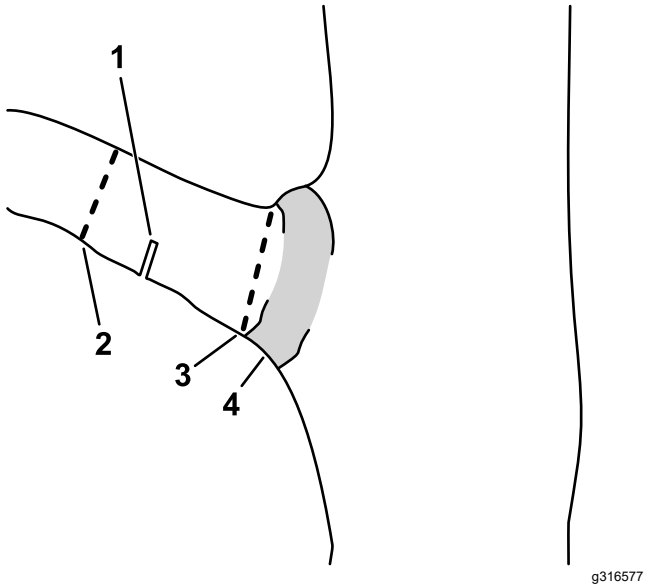

**Figuur 13**
C. Zaag de takstomp af bij de takkraag (Figuur 13).